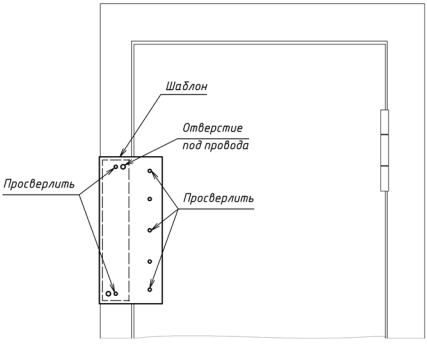

Рисунок 3 – Установка замка по шаблону
5.2 После определения места расположения замка необходимо наметить по шаблону и просверлить отверстия под провода и крепежные винты для корпуса и Z-профиля (рисунок 3).